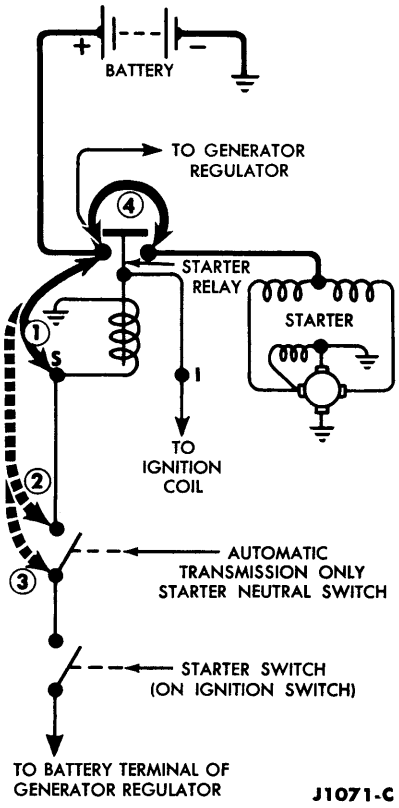

FIG. 2—Starting Circuit Test
ENGINE WILL NOT CRANK AND STARTER RELAY DOES NOT CLICK (Continued)	**CHECK STARTER RELAY** **1.** Disconnect and ground the high tension lead from the spark coil so that the engine cannot start. **2.** With a fully charged battery, operate the starter to crank the engine. If the engine will not crank and the relay does not click, connect a jumper lead from the battery terminal of the relay to the starter switch terminal of the relay (Fig. 2, connection ①). If the engine does not crank, the starter relay is probably defective. **3.** If the engine cranks in Step 2, connect a jumper lead from the battery terminal of the relay to the relay side of the neutral switch (Fig. 2, connection ②). If the engine does not crank, the wire or a connection between the neutral switch and the relay is loose or broken. **4.** If the engine cranks in Step 3, connect the jumper lead from the battery terminal of the relay to the ignition switch side of the neutral switch (Fig. 2, leads ③). If the engine does not crank, the neutral switch is out of adjustment or defective. **5.** If the engine cranks in the preceding steps, there are 3 possible defects. The wire from the battery terminal of the regulator to the ignition switch is loose or broken. The ignition switch starter terminal is defective. The wire from the starter switch to the automatic transmission neutral switch or to the starter relay is loose or broken.
ENGINE WILL NOT CRANK BUT STARTER RELAY CLICKS	If the relay clicks when the ignition switch is operated, connect a heavy jumper from the relay battery terminal to the relay starter motor terminal (Fig. 2, connection ④). If the engine cranks, replace the relay. If the engine does not crank, observe the spark when connecting and disconnecting the jumper. If there is a heavy spark, see Check Engine and Starter Drive below. If the spark is weak or if there is no spark at all, proceed as follows: **CHECK CABLES AND CONNECTIONS** If the spark at the relay is weak when the jumper is connected, inspect the battery starter cables for corrosion and broken conductors. Check the ground cable to see if it is broken or badly corroded. Inspect all cable connections. Clean and tighten them if necessary. Replace any broken or frayed cables. If the engine still will not crank, the trouble is in the starter, and it must be repaired or replaced. **CHECK ENGINE AND STARTER DRIVE** If a heavy spark is obtained when the jumper wire is connected, remove all the spark plugs, and attempt to crank the engine with the starter. If the engine cranks with the spark plugs removed, water has probably leaked into the cylinders causing a hydrostatic lock. The cylinder heads must be removed, and the cause of internal coolant leakage eliminated. If the engine will not crank, loosen the starter mounting bolts to free the starter pinion. If the starter drive is locked, remove the starter from the engine, and examine the starter drive pinion for burred or worn teeth. Examine the teeth on the flywheel ring gear for burrs and wear. Replace the pinion or the flywheel ring gear if they are worn or damaged. If the starter drive is not locked, remove the starter from the engine, and perform the no-load current test. The starter should run freely. Compare the reading obtained from the ammeter with the no-load current draw specification for the starter. If the current reading at no load speed is below specifications, the starter has high resistance and should be repaired. If the current reading is above normal, and the starter is running